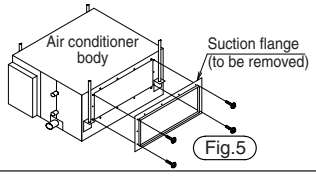

Fig.5
(1) Temporarily tighten the mounting screws provided with the product to the 4 points of the indoor unit. (Fig. 5)
(2) Remove the suction inlet flange of the air conditioner body. (Fig.5)